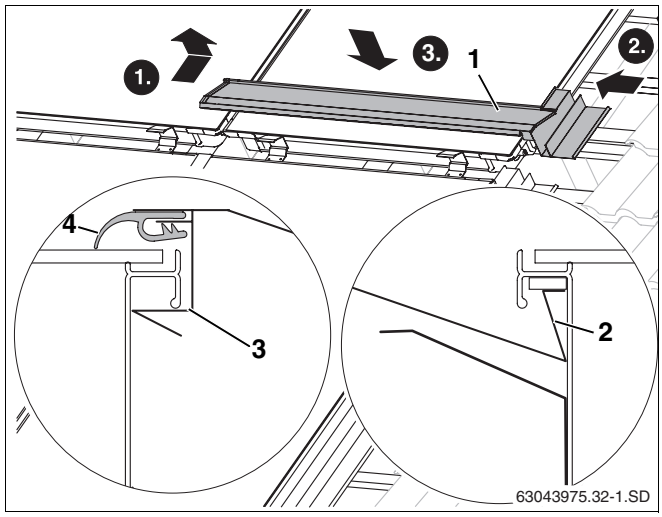

Abb. 52 Erstes mittleres Abdeckblech einlegen
- Aufkantung des Abdeckbleches (Abb. 52, **Pos. 2**) in die Griffmulde des Kollektorrahmens legen.
- Abdeckblech (Abb. 52, **Pos. 1**) an den Kollektor und in das rechte seitliche Abdeckblech einführen.
- Durch Druck oben auf das Abdeckblech rastet das Blech unter die Griffmulde des Kollektorrahmens (Abb. 52, **Pos. 3**).
- Die Gummilippe (Abb. 52, **Pos. 4**) oben auf den Kollektor legen und vorziehen.